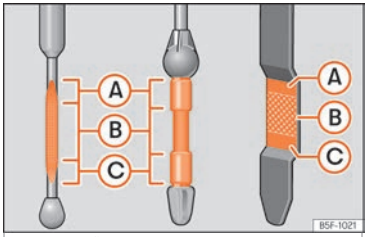

Abb. 224 Ölmessstab
– Den Messstab anschließend wieder herausziehen und den Ölstand ablesen **››› Abb. 224**. Füllen Sie gegebenenfalls Motoröl nach.
- Wenn der Ölstand mindestens den Bereich ››› **Abb. 224** Ⓑ erreicht hat, vorsichtig den Deckel des Einfüllstutzen aufschrauben ››› ❗.
Liegt der Ölstand über dem Bereich ››› Abb. 224 Ⓐ, starten Sie den Motor bitte nicht. Dies könnte zu einer Beschädigung des Motors und des Katalysators führen. Wenden Sie sich an einen Fachbetrieb.
Der Ölstand darf keinesfalls über dem Bereich ››› Abb. 224 Ⓐ stehen, andernfalls könnte Öl über die Entlüftung der Motorölwanne angesaugt werden und über die Abgasanlage in die Atmosphäre gelangen.